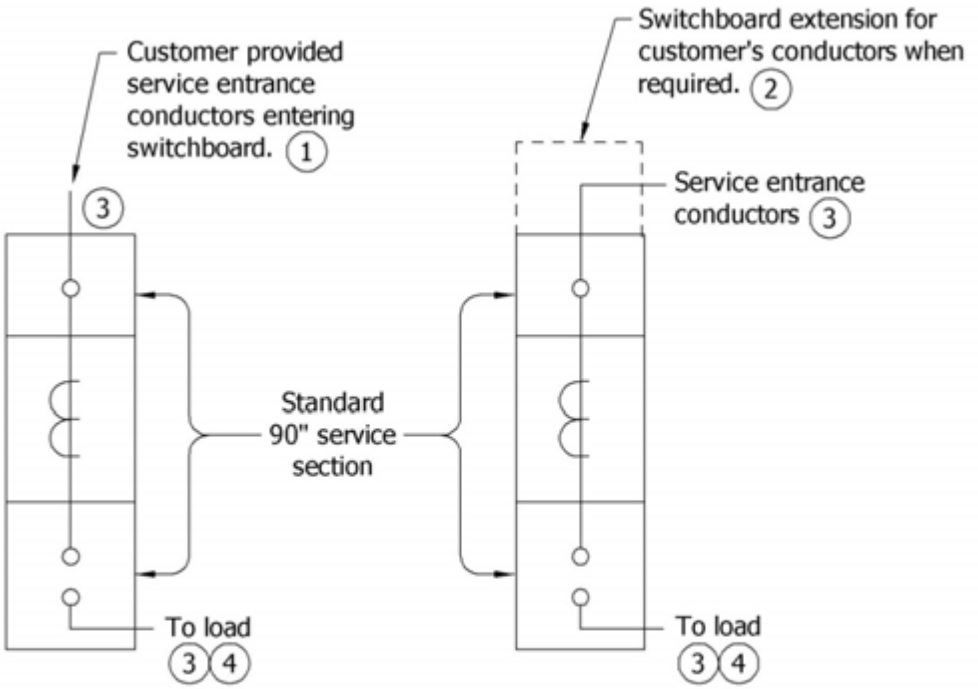

FIGURE 1 FIGURE 2
(1) The service entrance conductors as shown in Figure 1, either cable or bus bar, are furnished and installed by the customer in the following manner:
b. When switchboards are served through cable conductors (800 amps maximum), the service entrance conductors shall enter through the top of the switchboard only as shown in Figure 1.